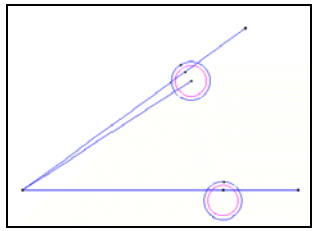

Figure 8. Result of the rotations and copies
5. Rotate the line segment that goes from the origin to point (40, 0) by 33 degrees and copy it (see Figure 8).